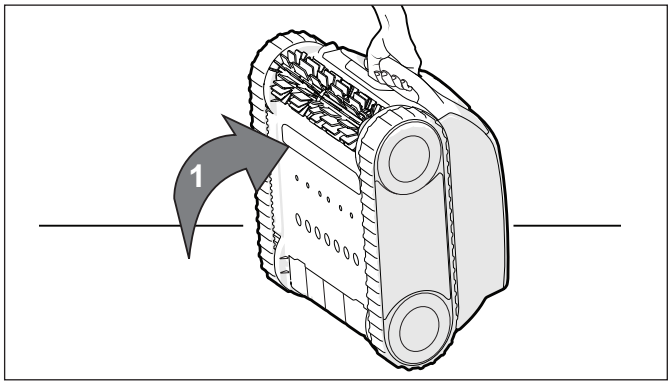

Figure 16. Nettoyeur en position verticale
1. Relevez le nettoyeur en position verticale (voir la figure 16).